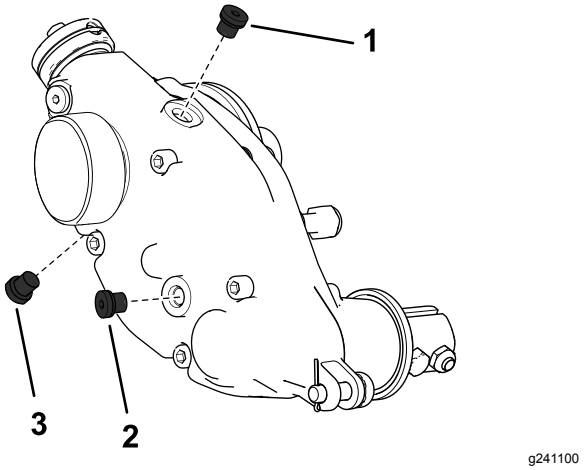

Figur 28
2. Ta bort avtappningspluggen längst ner på huset (Figur 28).
3. Ta bort påfyllningspluggen på sidan av huset och lossa avluftarpluggen högst upp så att luft kan passera (Figur 28).